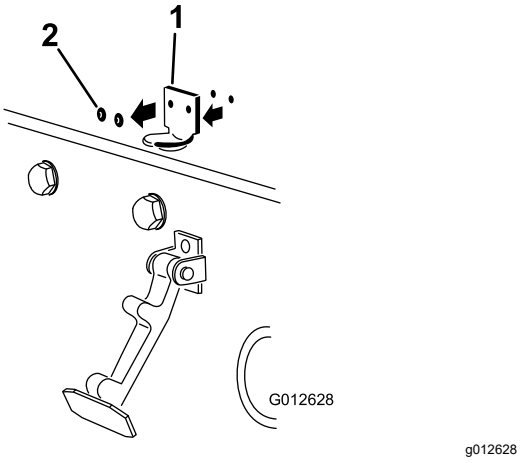

Figura 7
2. Retire os dois rebites que prendem o suporte do trinco ao capot (Figura 7).